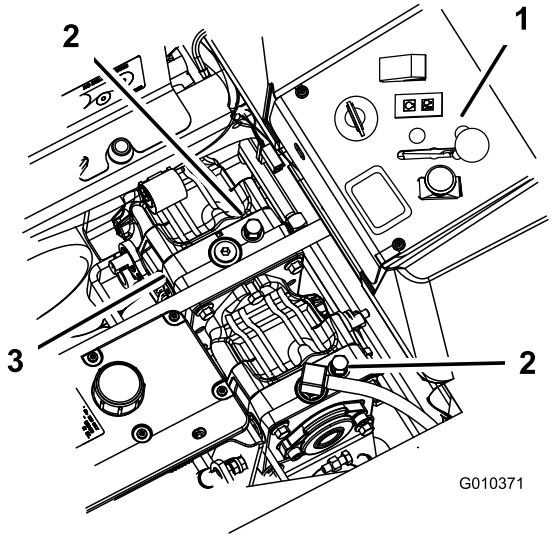

Figur 31
2. Drej omløbsventilerne en omgang mod uret. Derved får hydraulikvæsken mulighed for at løbe uden om pumpen, hvilket gør hjulene i stand til at dreje (Figur 31).
Drej omløbsventilerne en omgang med uret for at betjene maskinen (Figur 31).